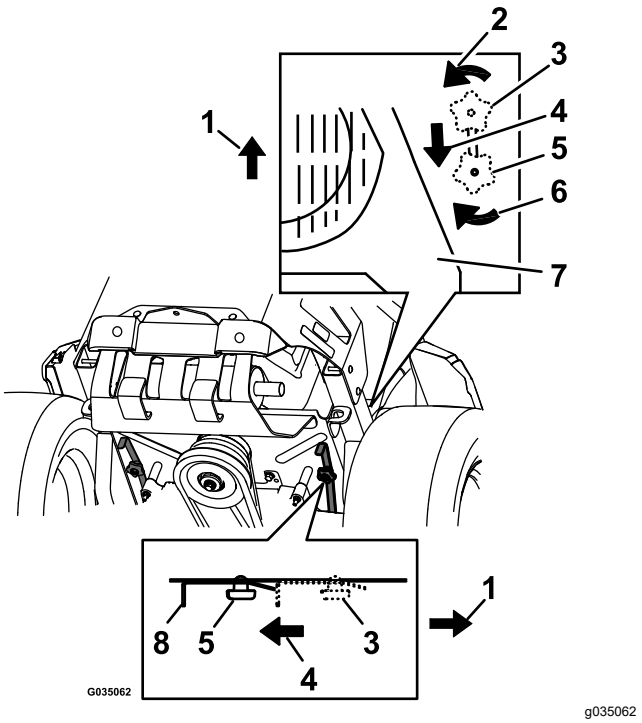

Figure 33
4. Pour pousser la machine, déplacez les boutons de dérivation vers l'arrière et bloquez-les en place (Figure 33).
6. Pour faire fonctionner la machine, amenez les boutons de dérivation en position AVANT et verrouillez-les en place (Figure 33).